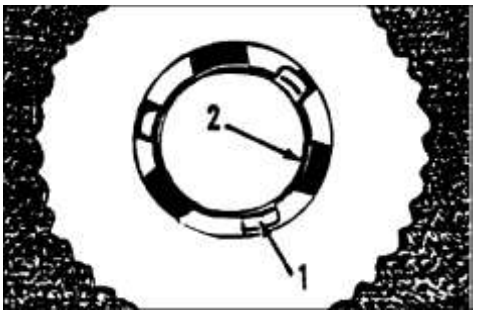

Рисунок 4
5. Совместите выступы (1) на фиксирующей пластине с отверстиями переходника держателя накладки (2). См. рисунок 4.